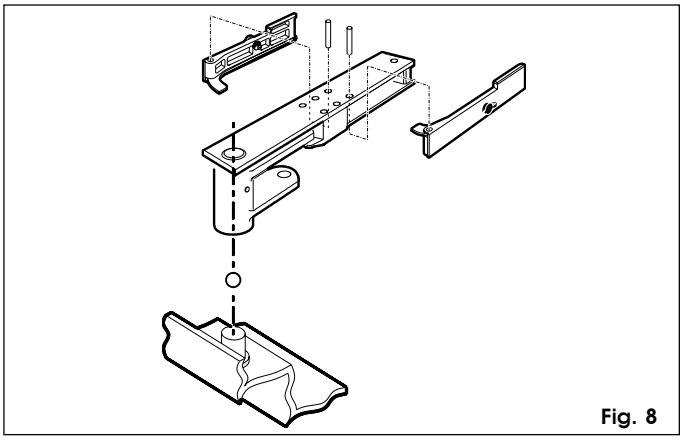

Fig. 8
1) Assemble the release levers on the support bracket, and fit the latter on the pivot in the foundation box, also inserting the ball supplied (fig. 8).